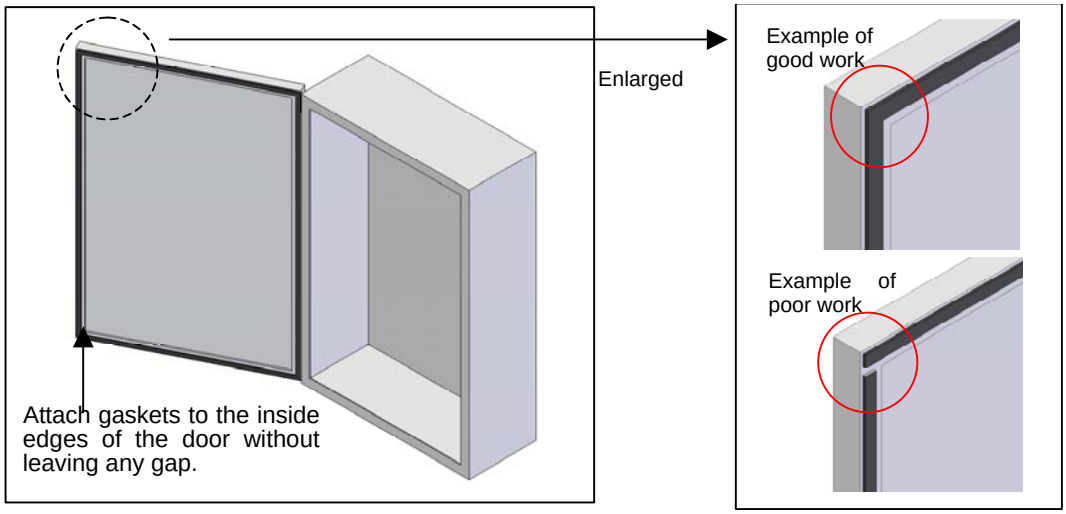

Fig. 6 Sealing doors
1) Seal the door, for example, by attaching gaskets to the inside edges of the door (Fig. 6).
2) When attaching gaskets, do not leave gaps between the gaskets, especially those at the corner of the door (Fig. 6).